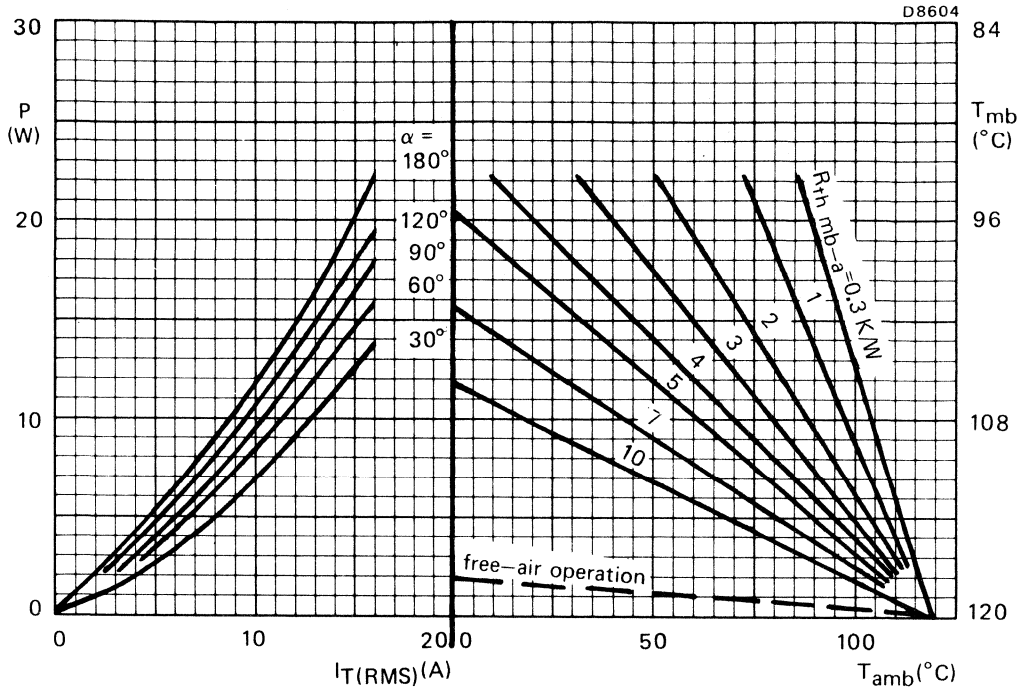

Fig. 4 The right-hand part shows the interrelationship between the power (derived from the left-hand part) and the maximum permissible temperatures.
b. The method of using Fig.4 is as follows: